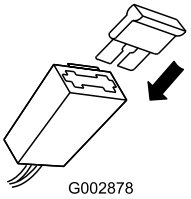

Figur 9
2. Sätt i säkringen (från påsen med lösa delar) i hållaren (Figur 9).